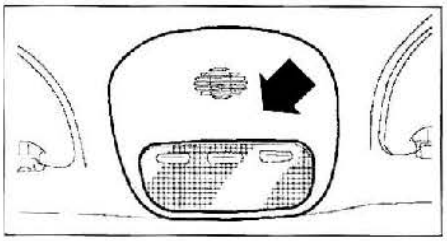
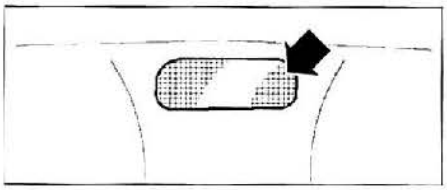

FIG. 73
FIG. 74
• Desengrapar la luz de techo central **(fig. 73)** y lateral **(fig. 74)**.